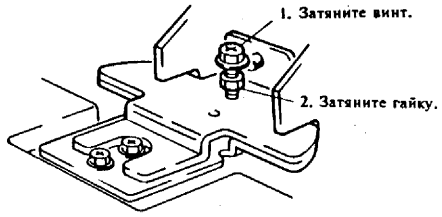

Рис.12. Затягивание винта, предотвращающего подъем.
(22) Затяните предохранительный винт с гайкой на опоре противовеса (рис.12).